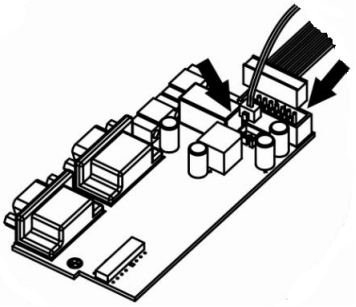

Abb. 6-7 Verbinden der Parallel-Erweiterungskarte.
- Schritt 5, Verbinden Sie die Parallel-Erweiterungskarte wie gezeigt in Abbildung (Abb. 6-7) mit dem Kabelpaar der zuvor entnommenen Leiterkarte: